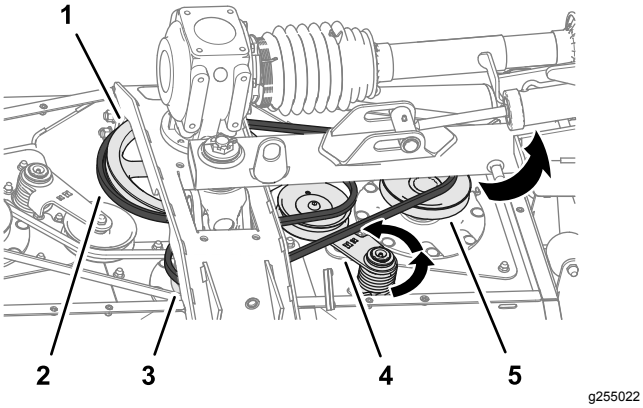

Figur 59
2. Bruk et brekkjern eller lignende verktøy for dreie remstrammeren for den lange remmen mot klokken og ta remmen av remstrammeskiven (Figur 59).
3. Vipp den lange remmen av remskiven, midtspindelskiven og høyre spindelskive (Figur 59).